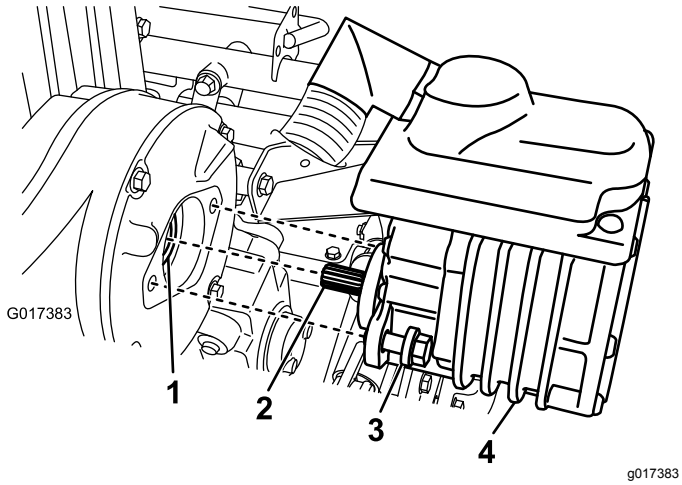

**Rysunek 40**
2. Odkręć 2 śruby mocujące silnik do obudowy przekładni (Rysunek 40).
4. Za pomocą smarownicy wtłocz 1-2 porcje smaru do żeńskiej części sprzęgła w obudowie przekładni (Rysunek 40).